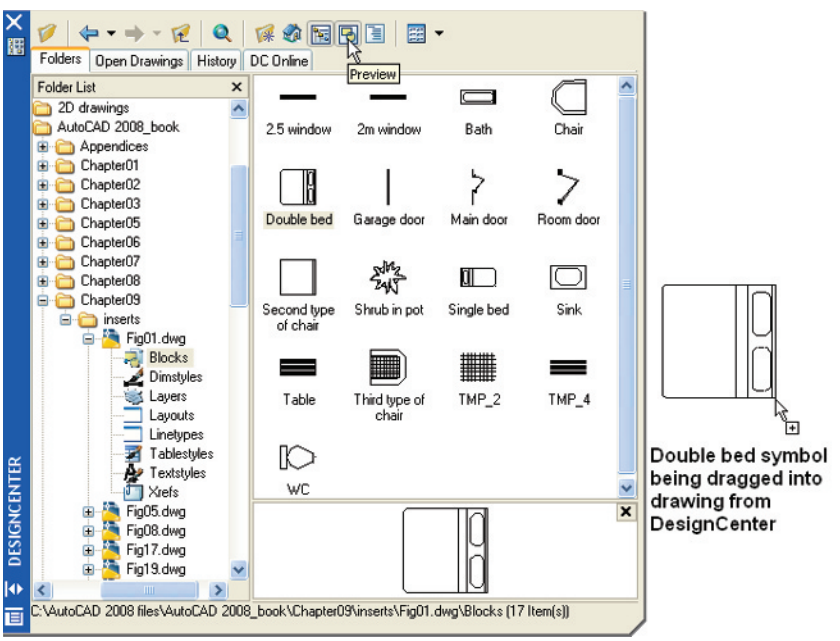

Fig. 9.10 The **DesignCenter** with the double bed block *dragged* on screen
2. *Left-click* **DesignCenter** in the **Standard Annotation** toolbar (Fig. 9.9) or press the **Ctrl+2** keys. The **DesignCenter** palette appears on screen (Fig. 9.10).